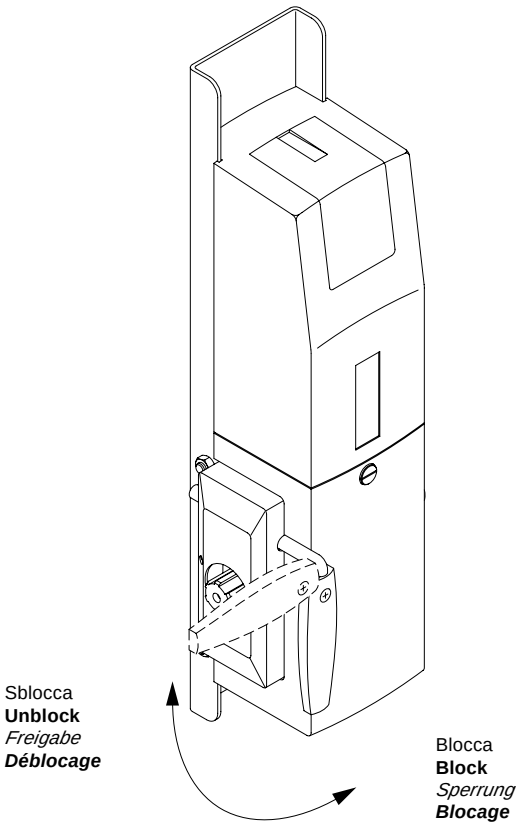

Fig.11
7.1 Sblocco interno a maniglia (fig. 11).
7.1 Handle internal release (fig. 11)
7.1 Déblocage interne de la manivelle (fig. 11)